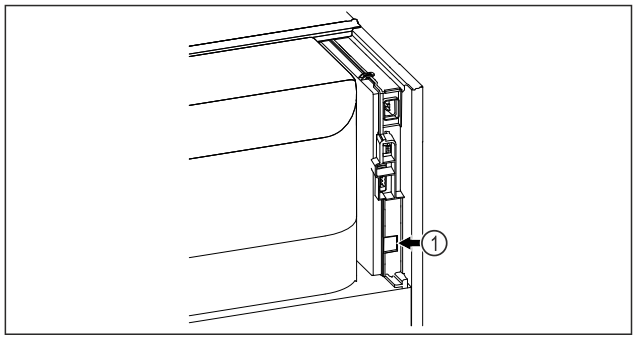

Fig. 61
❑ Le SmartModule *Fig. 61 (1)* est installé.